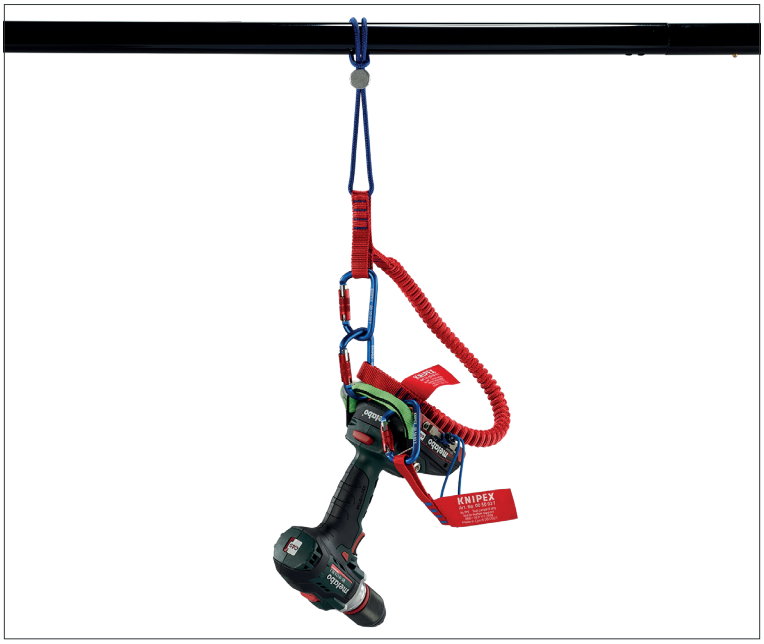

fig. 10: Forankring af sikkerhedsline til en konstruktion
- Brug ikke den korte tøjringsløkke til at fastgøre værktøj (fig. 10).